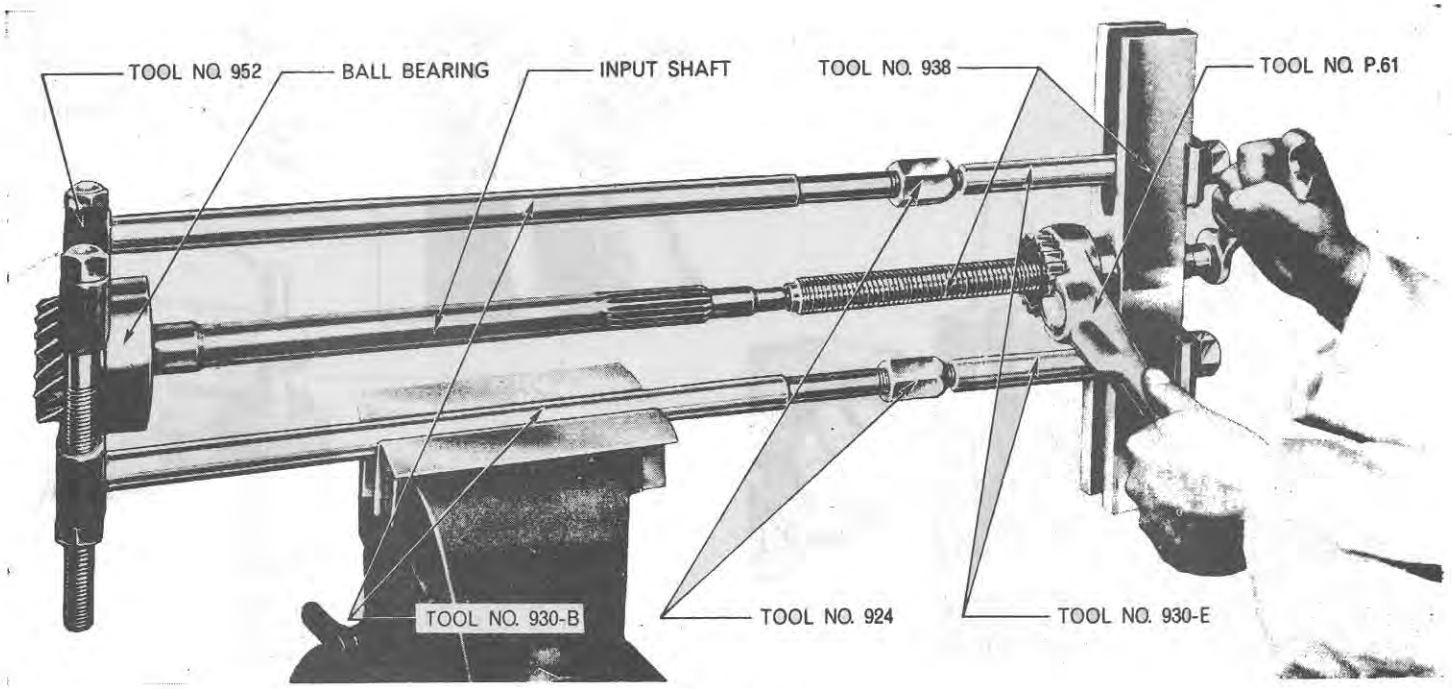

Figure 12
2. Inspect the oil seal journals and the gear teeth of the shaft for excessive wear or damage. Check the ball bearings for wear or damage. If necessary, remove the snap ring and draw the bearing off the shaft using Tools Nos. 952, 930B, 930E, 938, P61 and 924, Figure 12.